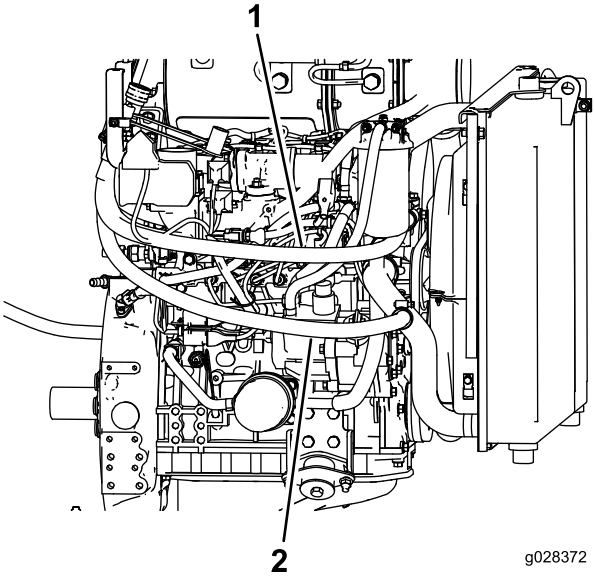

Figur 19
1. Før slangen hen over motoren (Figur 19).